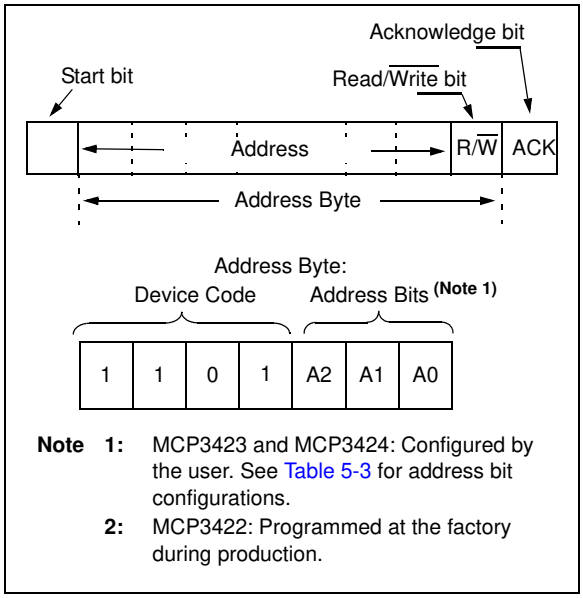

FIGURE 5-1: *Address Byte.*
The first byte after the START bit is always the address byte of the device, which includes the device code (4 bits), address bits (3 bits), and R/$\overline{W}$ bit. The device code for the devices is **1101**, which is programmed at the factory. The I²C address bits (A2, A1, A0 bits) for the MCP3423 and MCP3424 are user configurable and determined by the logic status of the two external address selection pins on the user's application board (Adr0 and Adr1 pins). The Master must know the Adr0 and Adr1 pin conditions before sending read or write command. Figure 5-1 shows the details of the address byte.
Figure 5-1 shows the address byte. Figure 5-3 through Figure 5-5 show how to write the configuration register bits and read the conversion results.
– See Figure 5-1 for details in Address Byte.
- See Figure 5-1 for details in Address Byte.